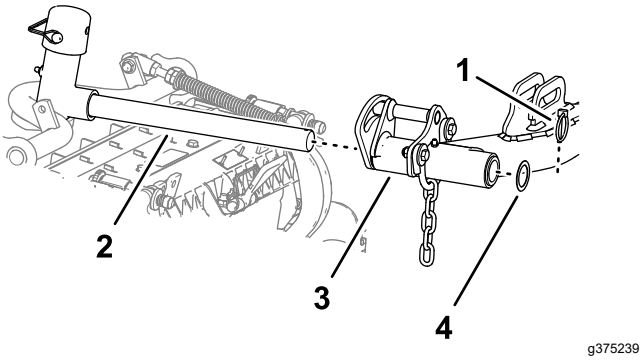

Figur 30
5. Skub en klippeenhed ind under løftearmen (Figur 30).